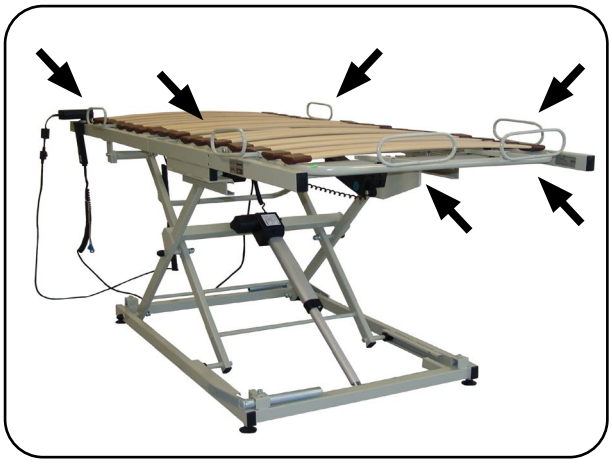

Abb. 6.1.08 - aks-B4c mit montierten Matratzenhaltern
15. Fügen Sie die Matratzenhalter umgedreht wieder in die Halterung und drehen Sie die Schrauben, an den seitlichen Matratzenhaltern im Abstand von 90 cm oder 100 cm und an den fußseitigen Matratzenhalter im Abstand von 190 cm oder 200 cm, fest (Abb. 6.1.08). Beachten Sie, dass die Liegeflächenbreite nur mit der, als Zubehör erhältlichen, Liegeflächenverbreiterung auf 100 cm verbreitert werden kann (siehe Abschnitt **Montage der Liegeflächenverbreiterung**).